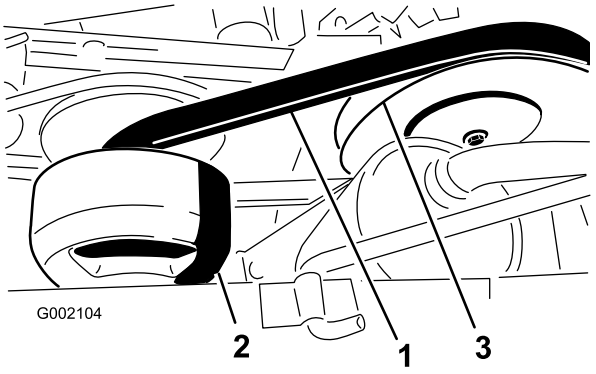

**Figur 46**
3. Vrid på remmen (Figur 46) och kontrollera om den är sliten eller skadad. Byt ut remmen vid behov.
1. Vrid remmen och dra den över sekundärkopplingen (Figur 46).
2. Ta bort remmen från primärkopplingen (Figur 46).